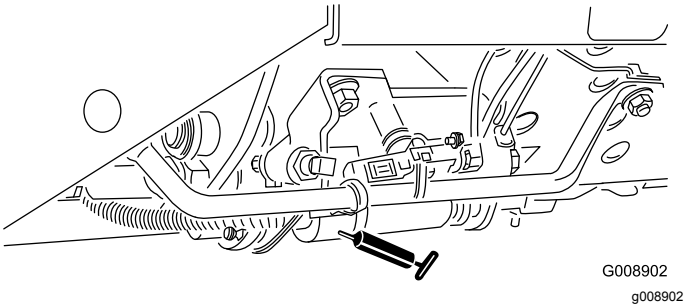

Figur 42
- Skjutreglage för klippning/transport (Figur 42)